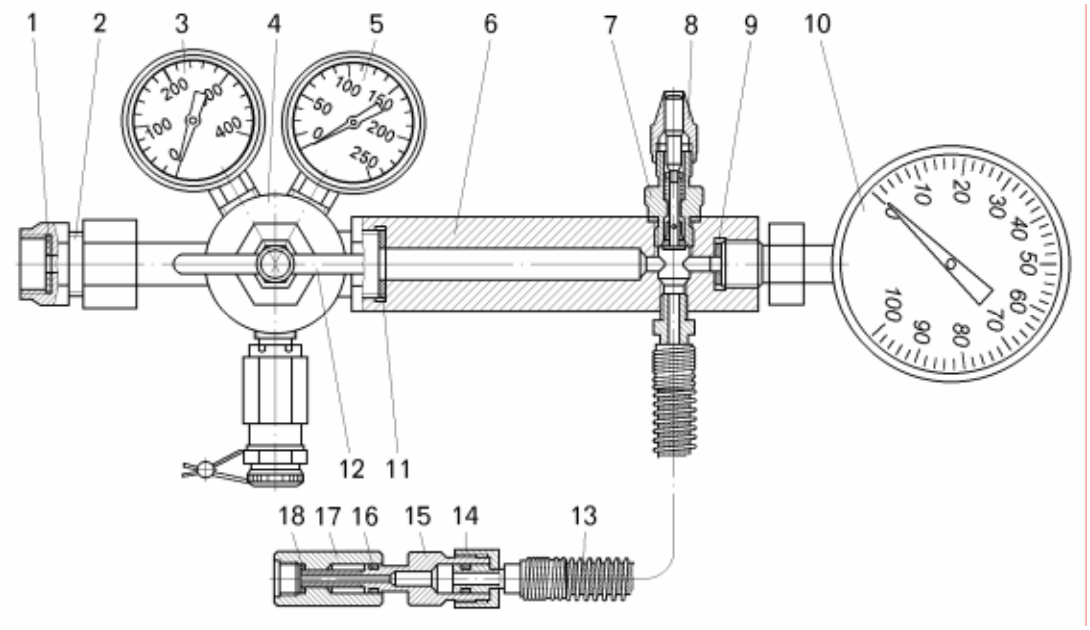

Рисунок 8.1.17 – Приспособление для зарядки цилиндров подвески:
– присоединить понижающий редуктор приспособления к баллону с азотом через переходник 2 (рисунок 8.1.17);
– вывернуть иглу 15 (смотри рисунок 8.1.17), закрыть вентиль на баллоне, отсоединить приспособление от заправочного клапана, проверить герметичность клапана и места его установки, закрыть клапан крышкой;